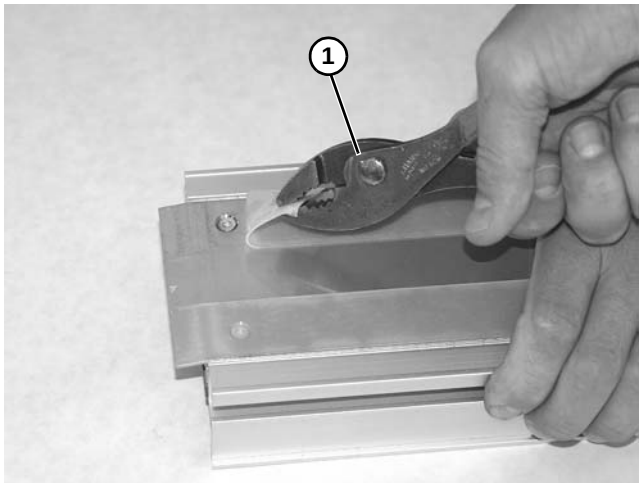

Figure 74
3. Retirer l'ancienne plaque d'usure à l'aide d'une pince **(Figure 74, élément 1)**.